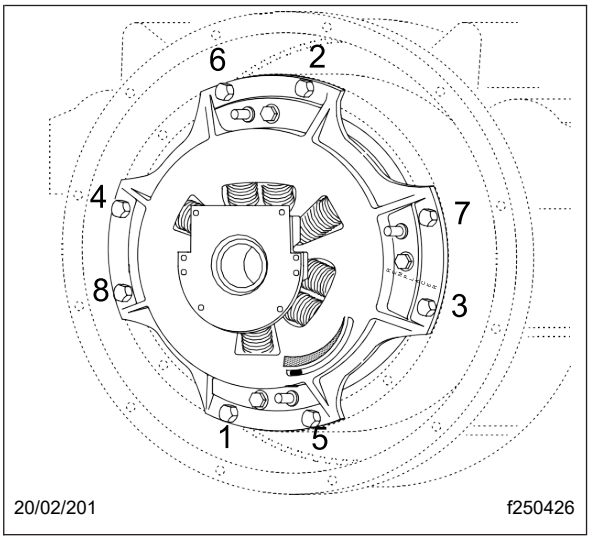

Fig. 37, Séquence de serrage
7. Serrez progressivement les boulons de montage dans un motif entrecroisé en commençant par le boulon inférieur gauche. Couple à 45 lbf·pi (61 N·m). Voir**fig. 37**.